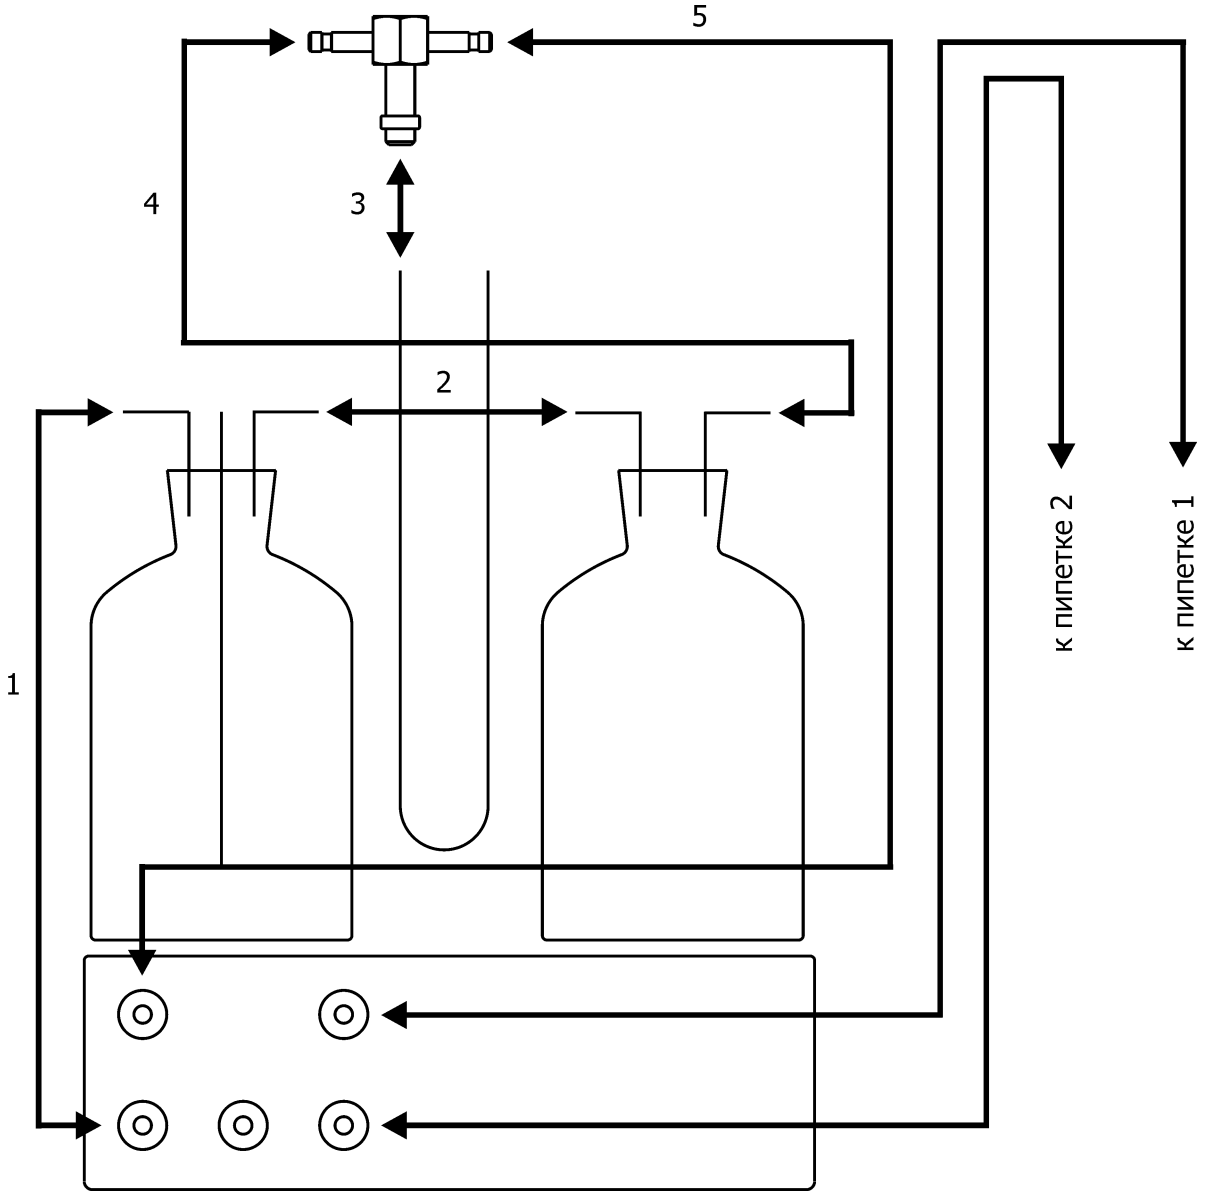

Рисунок 9 — Монтаж вакуумной системы
2.2.8 Выполнить монтаж вакуумной системы (рисунок 9). Для этого соединить при помощи силиконовой трубки из комплекта поставки: